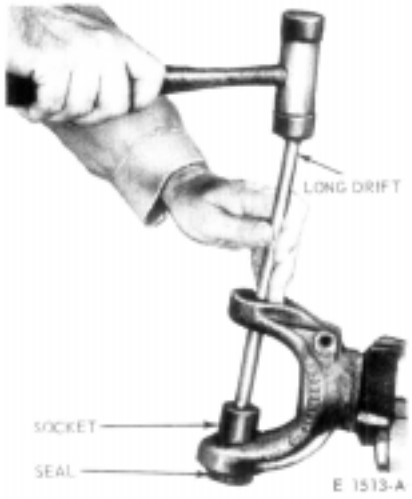

FIG. 4—Driving Out Seal and Bearing
2. Install one bearing dust cap by means of a long drift and socket, similar to the procedure shown in Fig. 4. Install the remaining dust cap by means of a C-clamp and wood block, squeezing the cap into position.